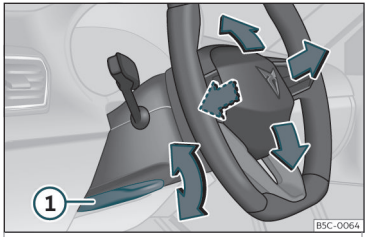

Fig. 4 Lever in the lower left side of the steering column.
- Pull the ››› **Fig. 4** ① lever down, move the steering wheel to the desired position and lift the lever back up until it locks.
- **After adjusting the steering column, push the lever ››› Fig. 4 ① firmly upwards to ensure the steering wheel does not accidentally change position while driving.**